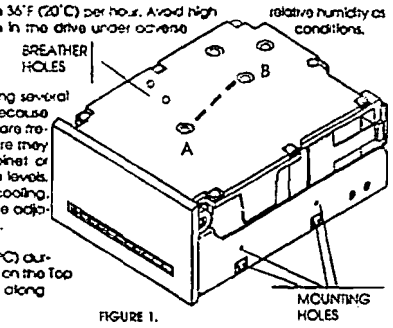

FIGURE 1.
- Labels must not be put over the breather holes on the top of the drive. (See Figure 1).
The WREN 5 may be mounted with a horizontal orientation (PCB down) or with either of two vertical orientations (on side orientation). Four 6-32 tapped holes are provided in the bottom of the chassis and two on each side. (See Figure 1). The drive may be mounted using four bottom screws or four side screws (two in each side). Four bottom screws are preferred and recommended. Screws must be of sufficient length to engage the threaded holes, but must not penetrate more than 0.14 in. (3.55mm) into the chassis. A sway space of 0.075 in. is required on top and bottom.